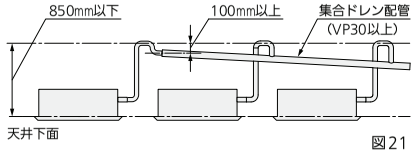

図21
- 集合ドレン配管を行う場合は1/100以上の下り勾配を付け、ドレン配管立ち上がり部より低くなるようにしてください。(100mm以上)(図21)
- 集合ドレン配管の太さは集合した本体の台数分に見合うだけの太い配管(VP30以上)で施工してください。(図21)